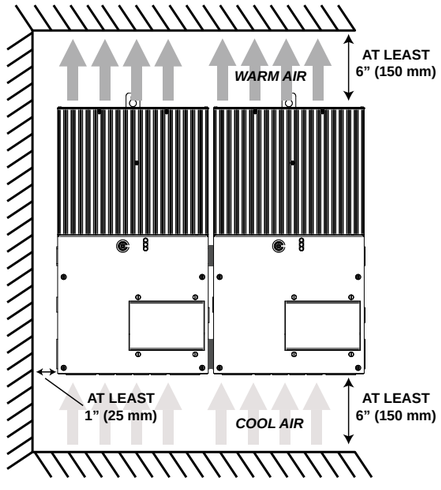

Figure 3-11. Required mounting clearance for air flow
2. Place the TriStar MPPT 600V on a vertical surface protected from direct sun, high temperatures, and water. The TriStar MPPT 600V requires at least 6” (150 mm) of clearance above and below and at least 1” (25 mm) between the controller and adjacent walls for proper air flow as shown in figure 3-11 below.